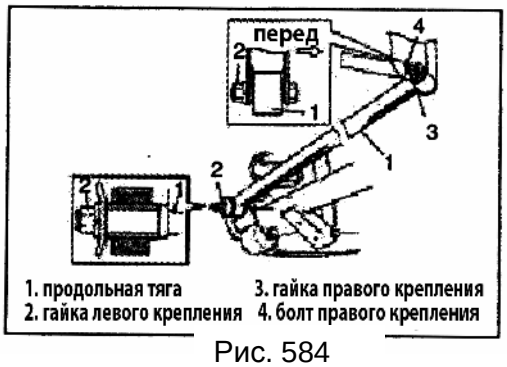

Рис. 584
5) Установите продольную тягу на задний мост и кузов автомобиля (Рис. 584).